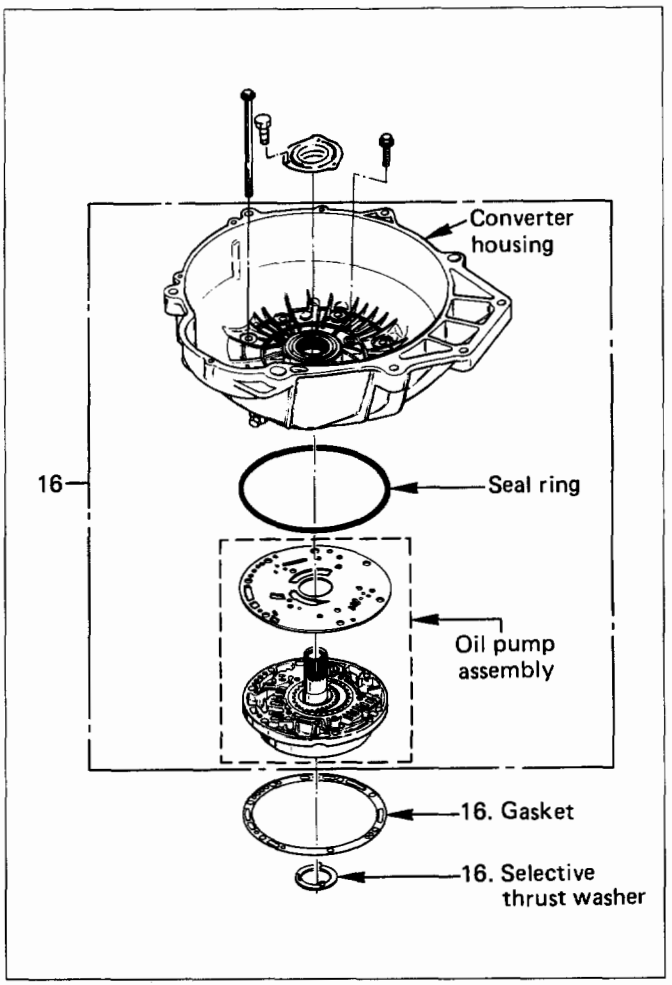

Fig. 7A-34
17. Fourth clutch retainer (Fig. 7A-35)
18. Turbine shaft and clutch plates (Fig. 7A-35)